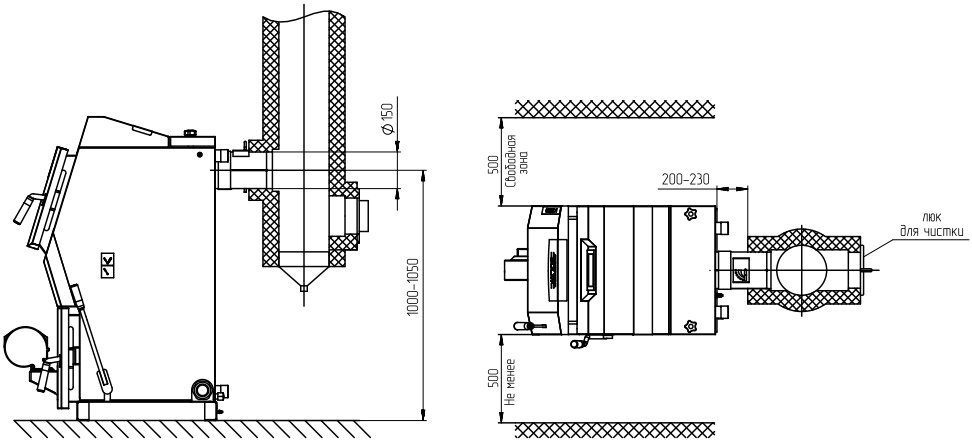

Рис.4 Схема установки котла
6.1.11. Расположение котла в помещении с учетом необходимого для обслуживания пространства показано на (рис.4).